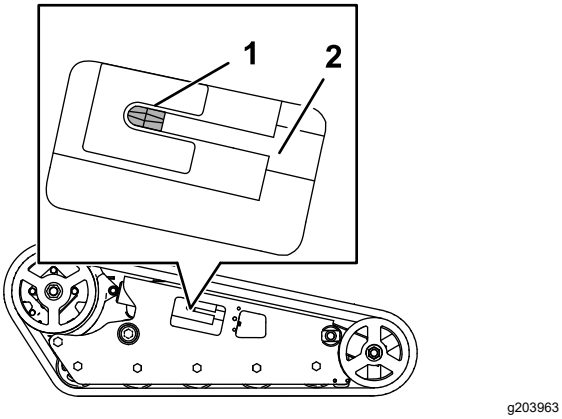

**Figur 67**
15. Vrid spännskruven moturs så långt det går (Figur 67).